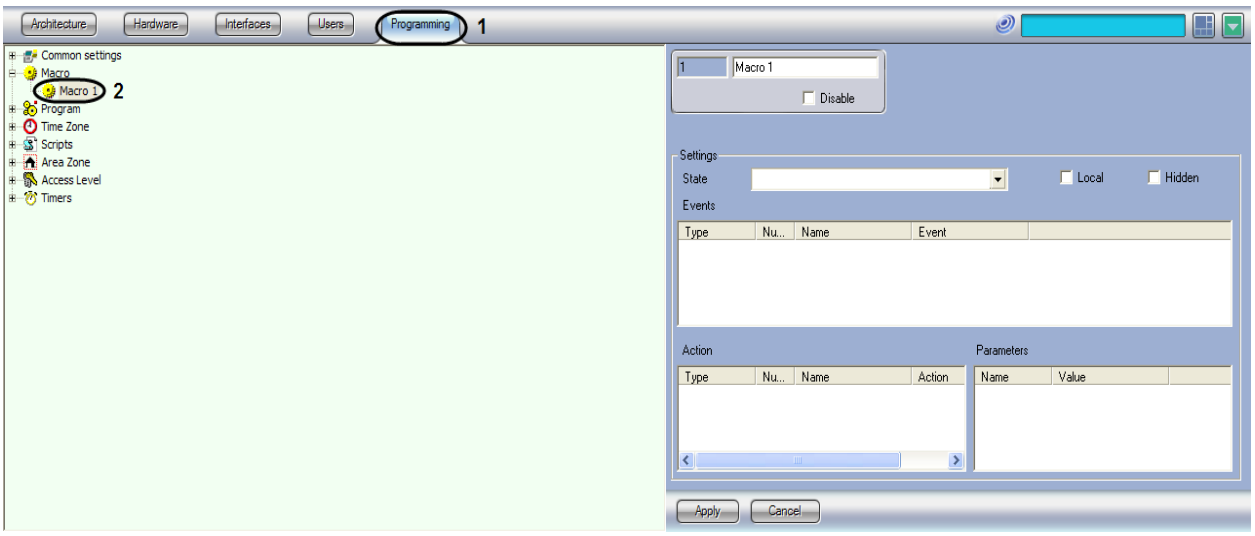

Figure 3.4—12 The setting panel of the Macro object
3. Open the **Hardware** tab in the **System settings** dialog box (Figure 3.4—13, 3).